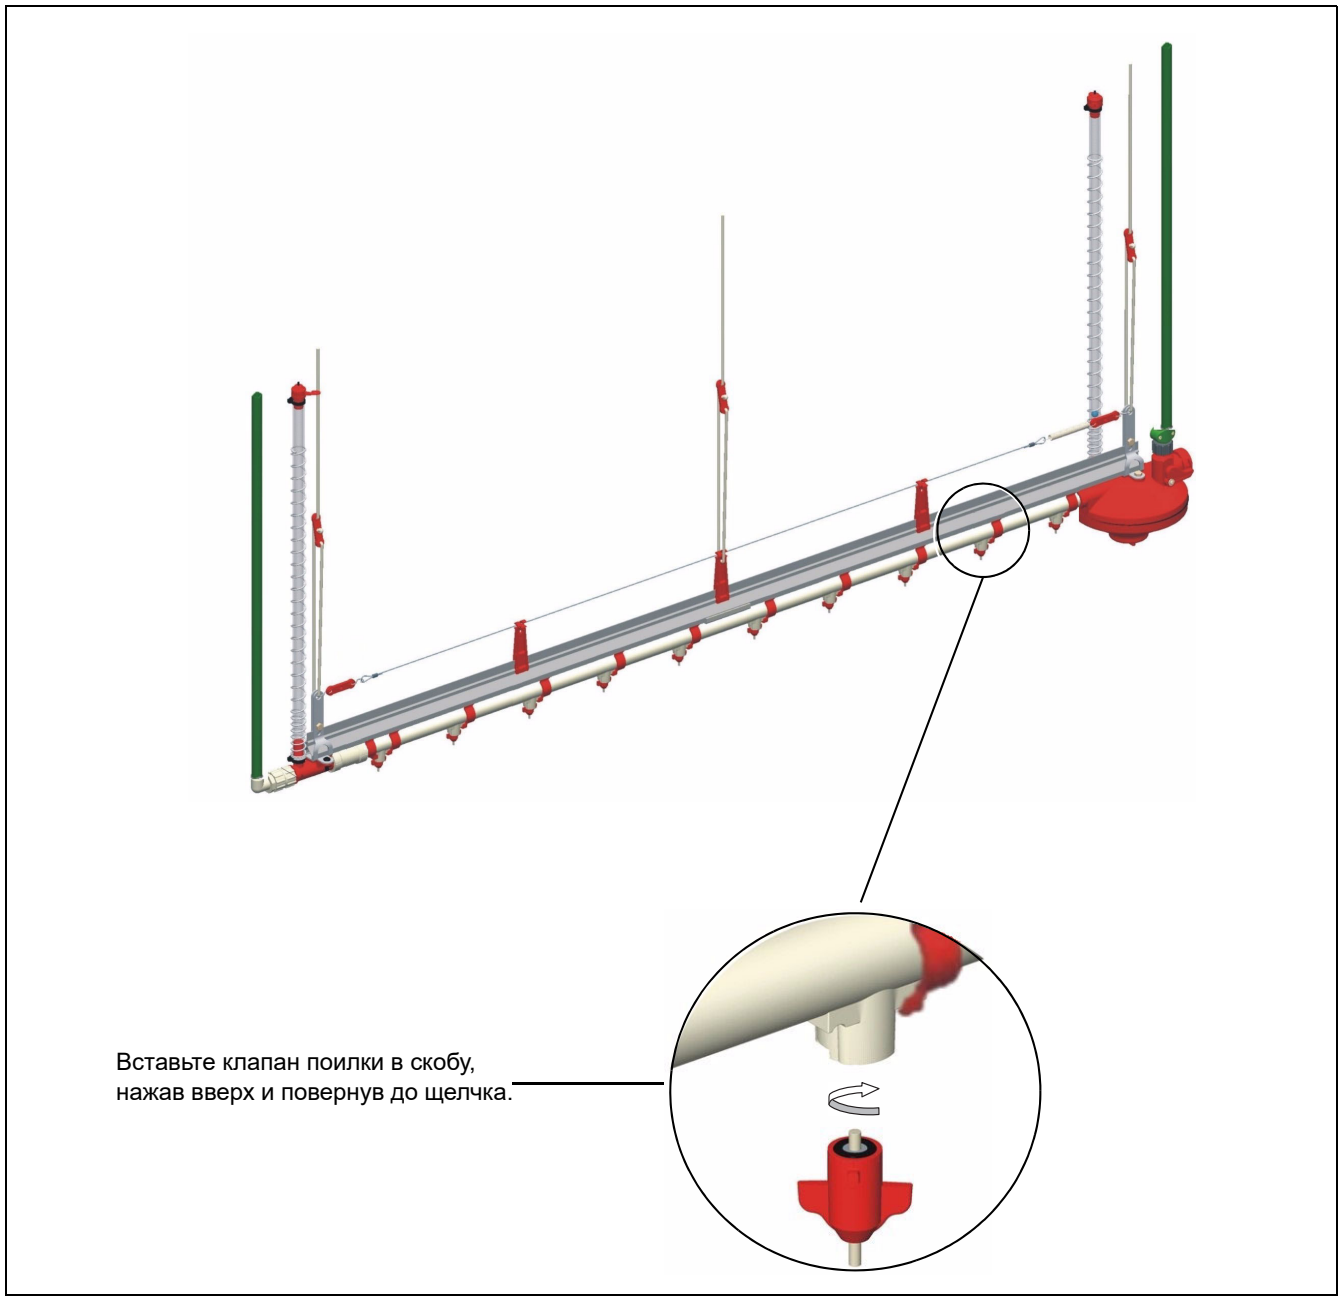

Рисунок 7O
1. Поднимите линию на удобную для работы высоту. Вставьте клапан поилки в скобу, нажав вверх и повернув до щелчка. *(См. Рисунок 7O.)*